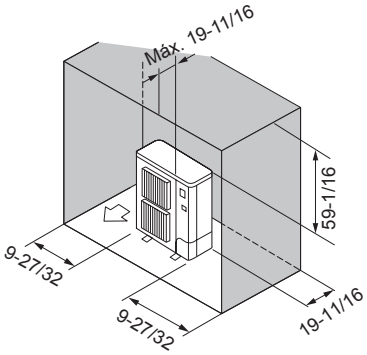

Fig. 3-10
⑥ Obstáculos sólo en la parte trasera, los laterales y superior (Fig. 3-10)